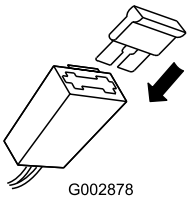

Figur 9
2. Sett sikringen (fra posen med løse deler) inn i sikringsholderen (Figur 9).